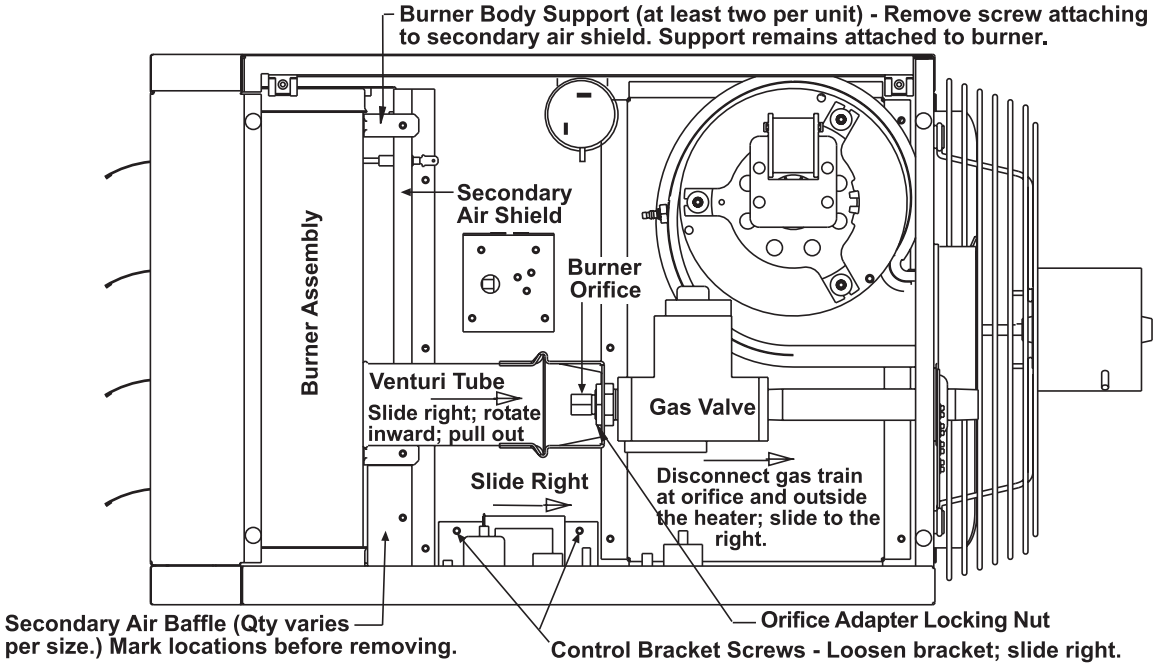

Figure 15. Typical Burner Assembly
Visually inspect the burner compartment (see **Figure 15**). If there is an accumulation of dirt, dust, and/or lint, clean the compartment and remove and clean the burner as follows:
2. Remove burner assembly (see **Figure 15**):
(1) Remove four screws that secure end cap to burner housing.
(2) Lightly tap end cap to remove it.
5. Re-install burner assembly (see **Figure 15**):